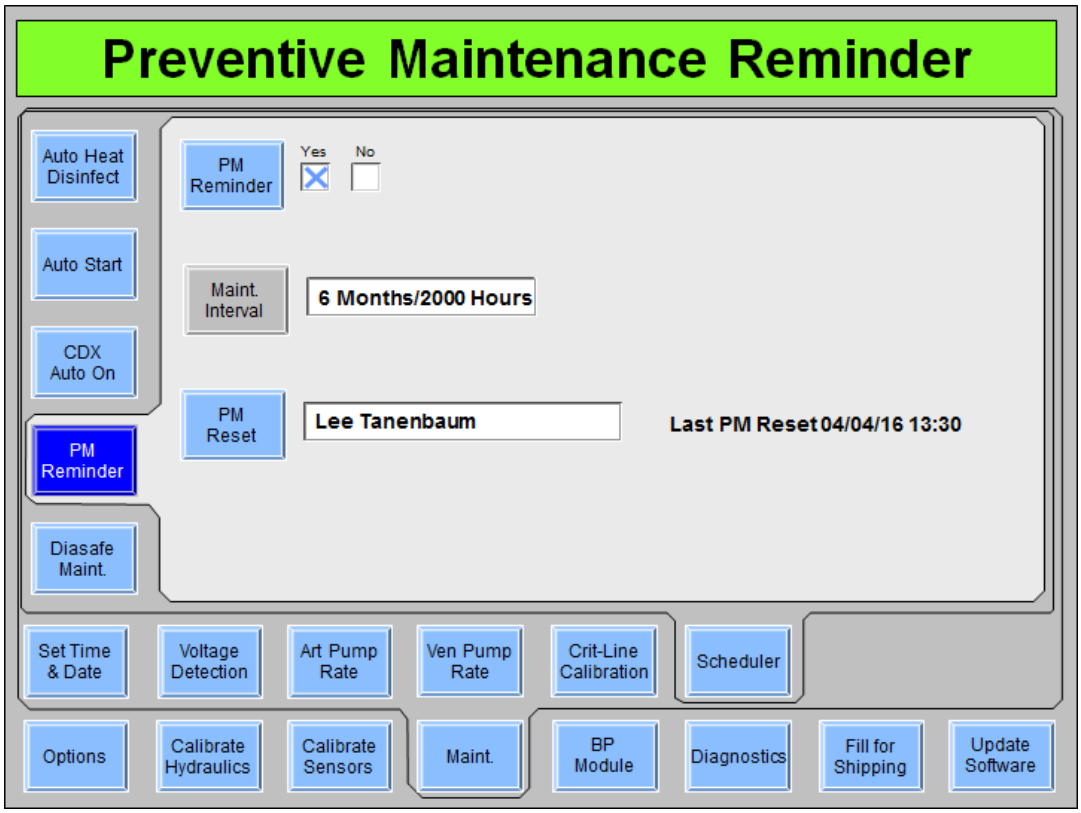

Figure 129 – Scheduler PM Reminder Screen (showing functional software version 2.81 or later)
3. Select the **PM Reset** button and, using the keyboard, enter the technician's name setting the PM reminder then press the **CONFIRM** key. This will reset the six month countdown clock from the last PM date and save the technician's name and date the PM interval was reset (see Figure 129). This overwrites the name and date of the technician who performed the previous PM reset.